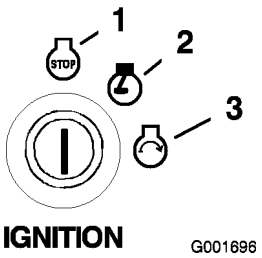

Figur 14
6. Vrid tändningsnyckeln till Start (Figur 14). Släpp nyckeln när motorn startar.
4. Vrid tändningsnyckeln till det avslagna läget och ta ut nyckeln (Figur 14).